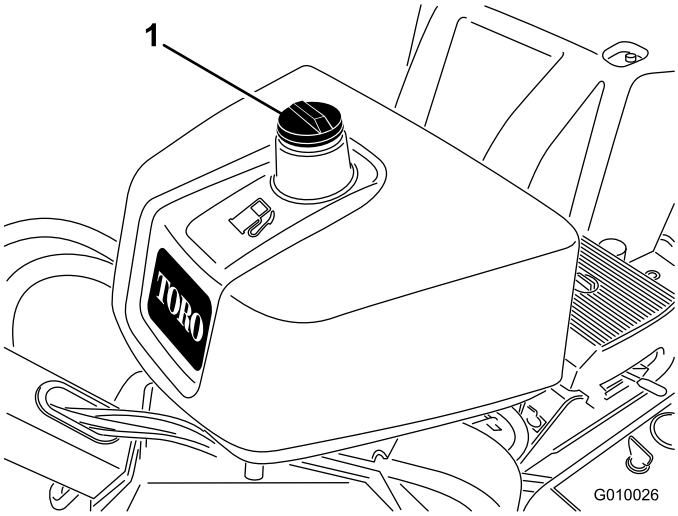

Figure 15
2. Nettoyez la surface autour du bouchon du réservoir et enlevez le bouchon (Figure 15).